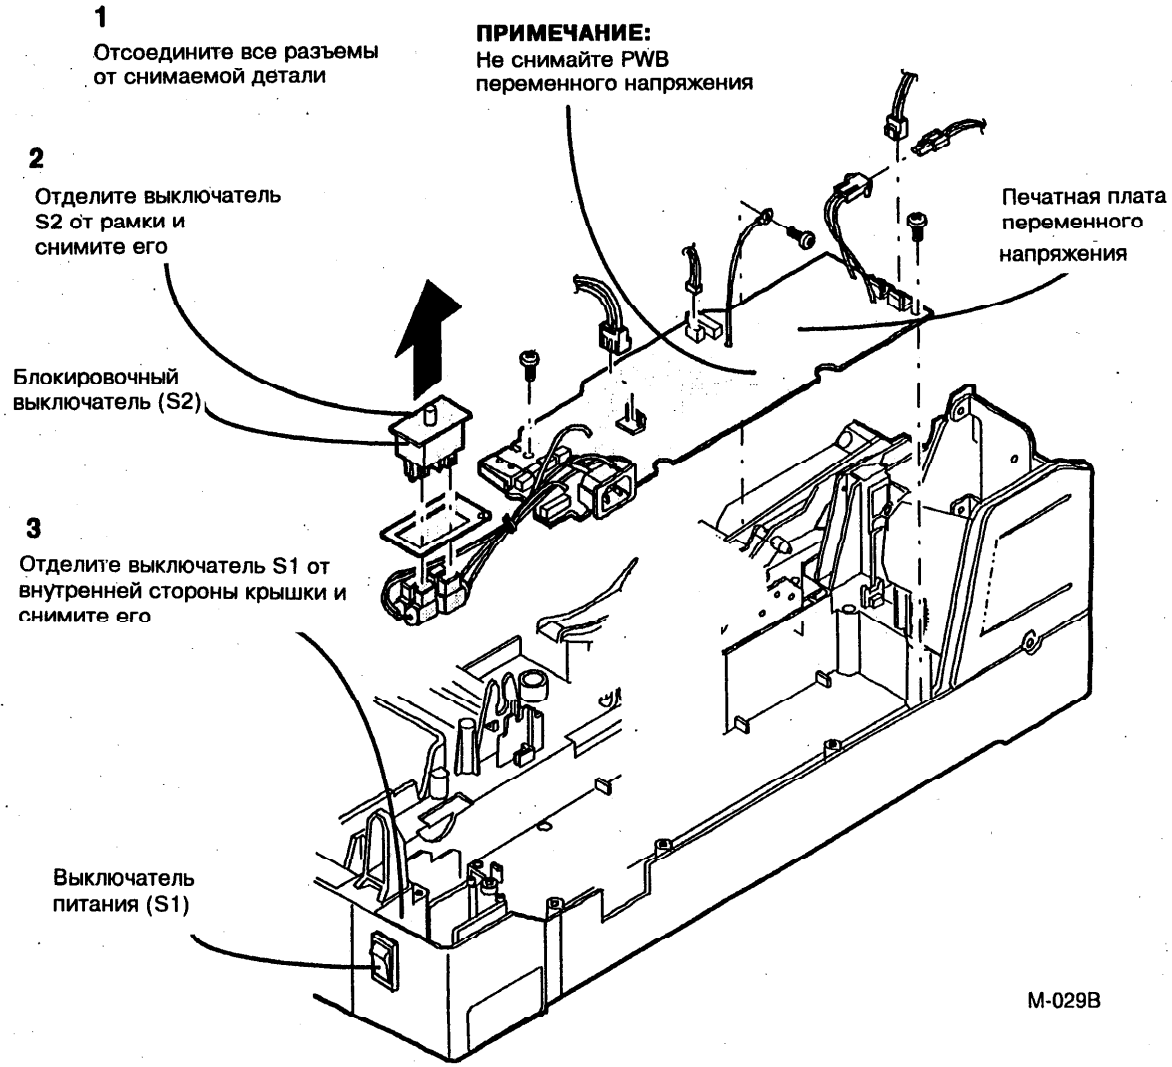

Рис. 2. Снятие выключателя питания и блокировочного выключателя (S2)
3. (Рис. 2): Снимите нужную деталь.